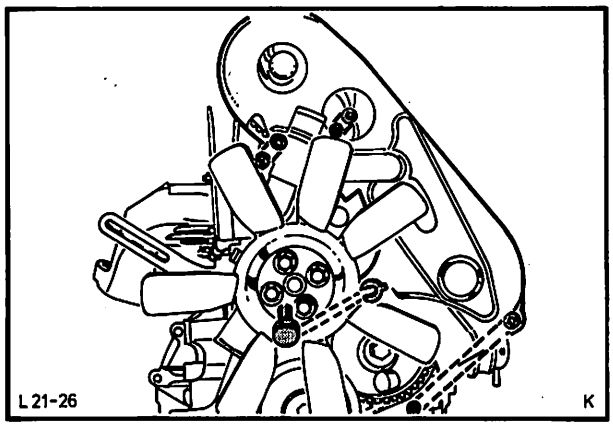

Abb. 74 Zahnriemenschutzblech anbringen
57. Anlaufscheibe und Kurbelwellen-Riemenscheibe aufschieben. Kurbelwellen-Riemenscheibe und Zahnriemenrad-Nebenwelle mit vorgeschriebenem Drehmoment anziehen. Zahnriemenschutzblech anbringen, Abb. 74.